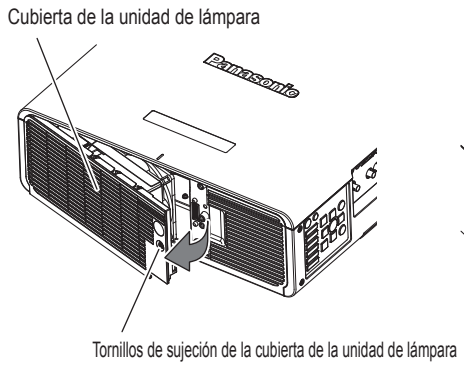

Figura 1
**1) Quite la cubierta de la unidad de lámpara. (Figura 1)**